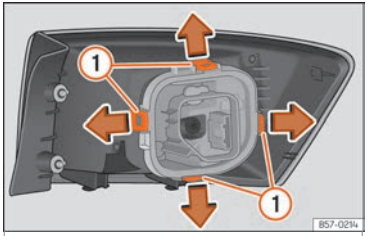

Fig. 60 Retaining tabs on reverse side of tail light.
– Disassemble the bulb holder unlocking the securing tabs ››› Fig. 60 ①.